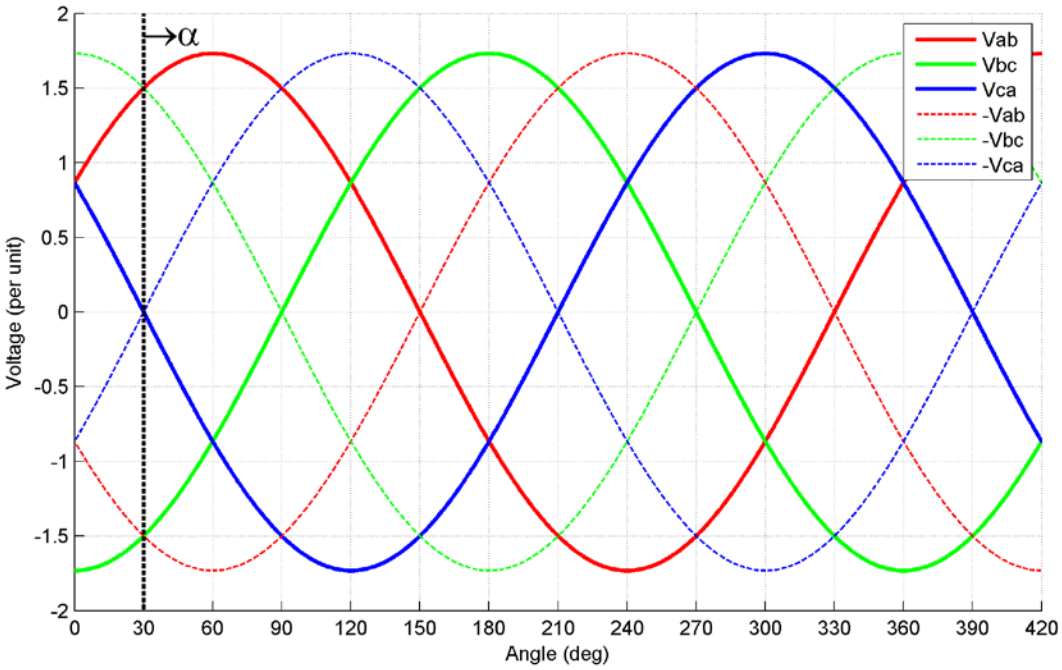

Figure 4.2
a) En prenant comme hypothèse que la charge est suffisamment inductive pour être considérée comme une source de courant quasi parfaite, dessinez la forme d'onde du courant i_A pour un cycle de la source triphasé en utilisant une valeur d'amorçage (α – illustré à la figure 4.2) arbitraire mais inférieur à 60 degrés. Indiquez la largeur des zones de conduction (en degrés) ainsi que les zones de blocage (en degrés) pour un cycle complet. Vous pouvez tracer la forme d'onde directement sur la figure 4.2. *(10 pts)*